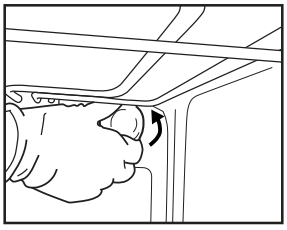
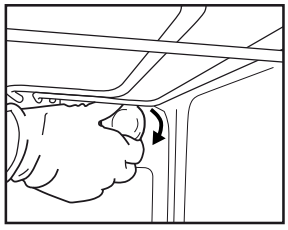

Рис. 6
Рис. 7
2. Выкрутите плафон (Рис. 6), замените лампочку (тип лампочки указан в примечании) и вкрутите плафон на место (Рис. 7).